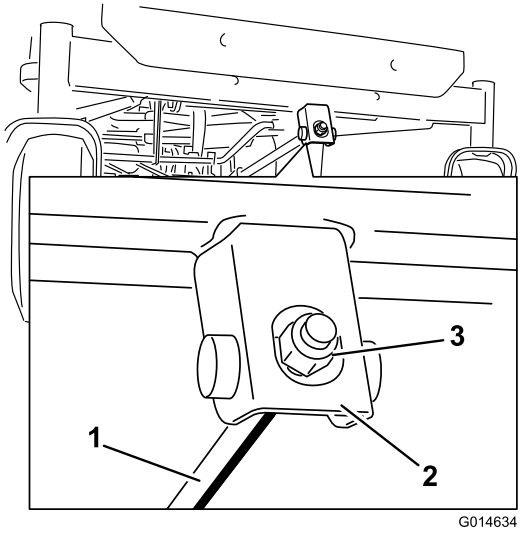

Figuur 61
6. Om de schuinstand in te stellen, moet u de stelmoer op de voorkant van het maaidek draaien (Figuur 61).